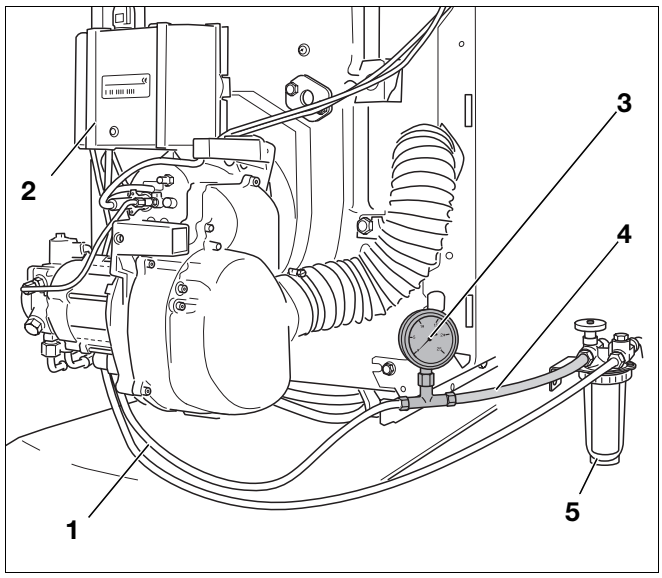

Rys. 18 Demontaż przewodu ssawnego oleju
- Zamknąć zawór odcinający dopływ oleju przy filtrze oleju (Rys. 18, **Poz. 5**) i zdemontować przezroczysty wąż (Rys. 18, **Poz. 4**) z manometrem próżniowym (Rys. 18, **Poz. 3**).
- Przykręcić przewód ssawny oleju (Rys. 18, **Poz. 1**) do przyłącza filtra olejowego (Rys. 18, **Poz. 5**).
- Otworzyć zawór odcinający dopływ oleju przy filtrze oleju (Rys. 18, **Poz. 5**).